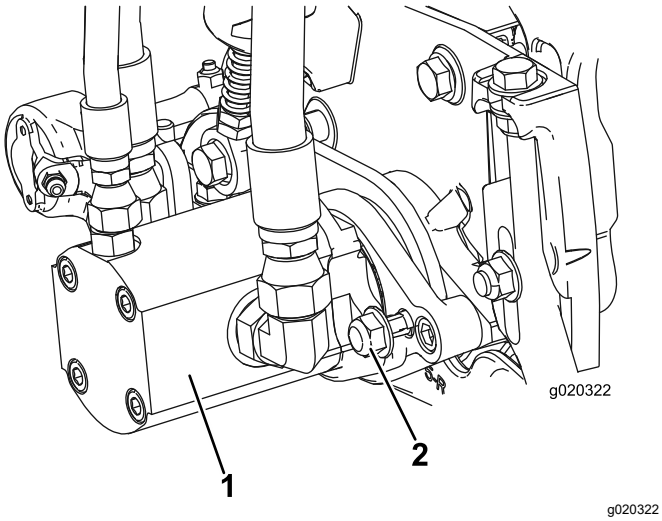

**Figure 13**
17. Montez le moteur en le tournant dans le sens horaire jusqu'à ce que les brides passent les contre-écrous (Figure 13). Tournez le moteur